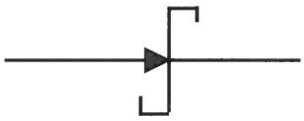

Figure 3-20
Use Figure 3-20 to answer questions 29 and 30.
29. The diode represented in Figure 3-20 is called a _____ diode.
30. What is the major difference in the construction of the diode in Figure 3-20 and the construction of an ordinary diode?